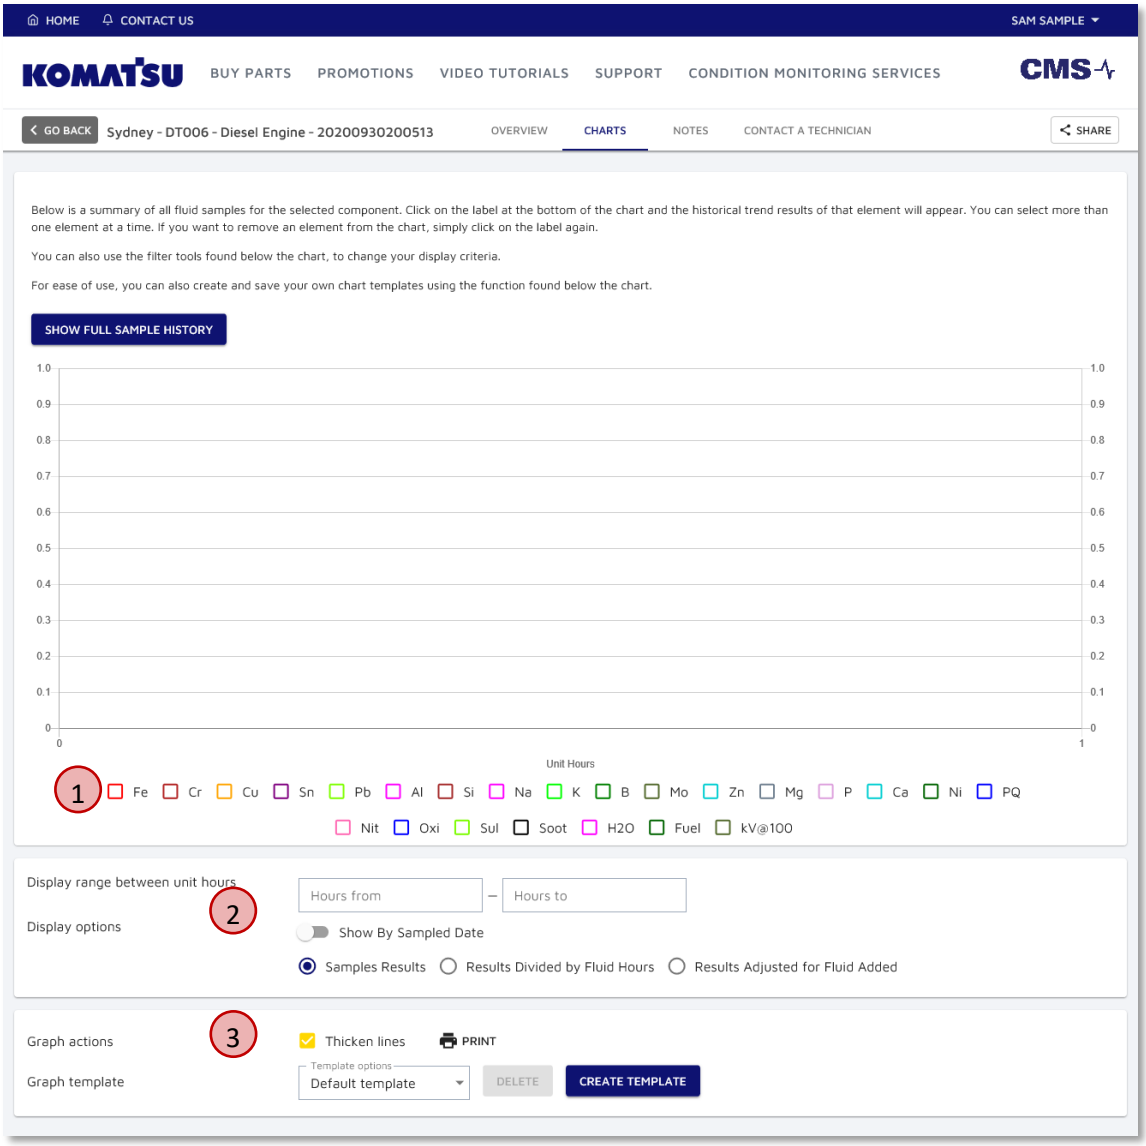
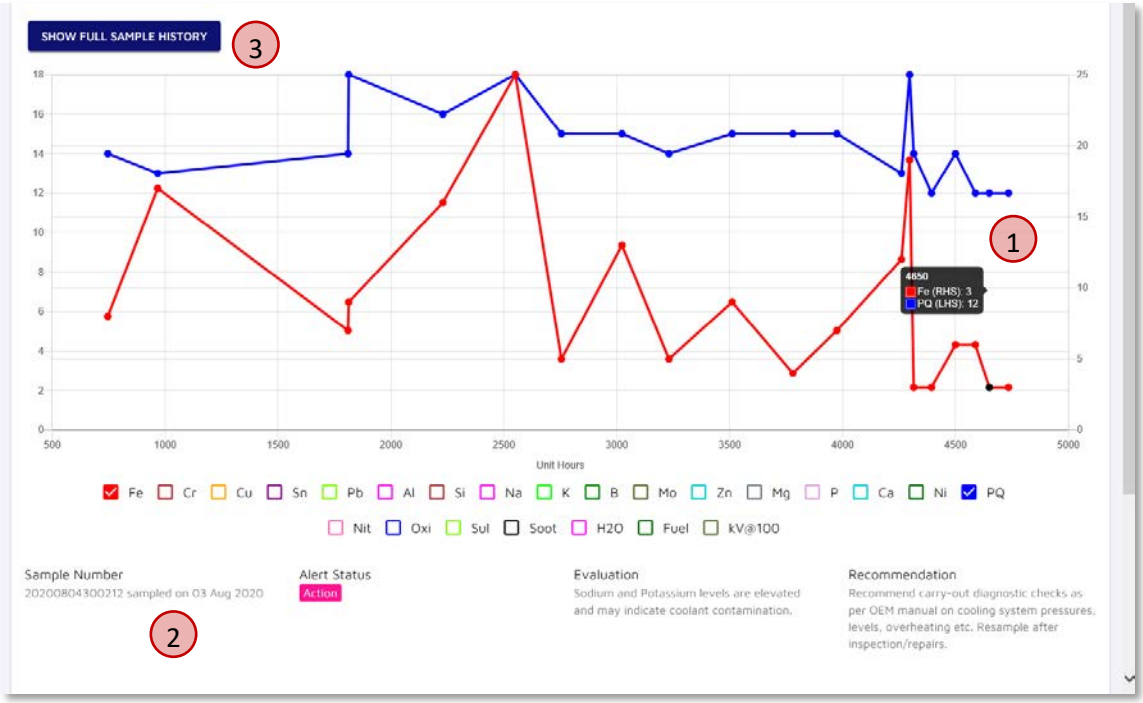
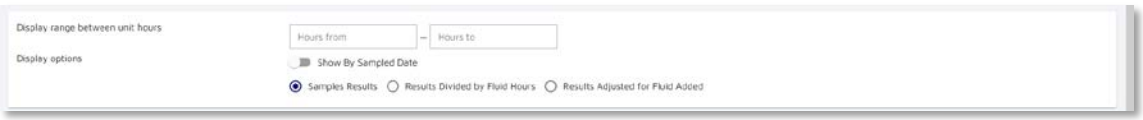

Figure 3.11 Sample Details – Charts
Figure 3.12 Sample Details - Chart with trends displayed
Figure 3.13 Sample Details – Chart X-Axis Filtering
When we move to the charts tab, we are provided with a blank chart (Figure 3.11).
We are able to customise our chart with the test items that we are interested in, by ticking on the various test items in the legend below the chart (① in Figure 3.11). For example, we can tick the Fe and PQ boxes, which will give us the chart shown in Figure 3.12. We can now see the trend of the Fe & PQ readings over time, with the colour of the line corresponding to the legend item that we have ticked on (e.g. Fe is red, PQ is blue).
Note: Only the latest 20 samples for this component are loaded to the chart. If there are more samples available, a 'Show Full Sample History' button will appear at the top of the chart (③ in Figure 3.12). Click this button to get the full component history.
First, a tooltip is provided next to the points (① in Figure 3.12), providing us the resulting test item measurement and the axis to which the line is scaled against. For example, Fe (Iron) has a reading of 3, and is scaled to the right-hand side (RHS) axis.
Second, a brief summary of information relating to sample over which we are hovering is provided below the chart (② in in Figure 3.12). This includes the sample number, alert status, evaluation and recommendation.
Below the chart, we are provided with two sections of information, which allow us to customise our charts further (② and ③ in Figure 3.11, repeated in Figure 3.13 and Figure 3.14 respectively).
The first area (Figure 3.13) provides us options to be change the x-axis (horizontal axis).